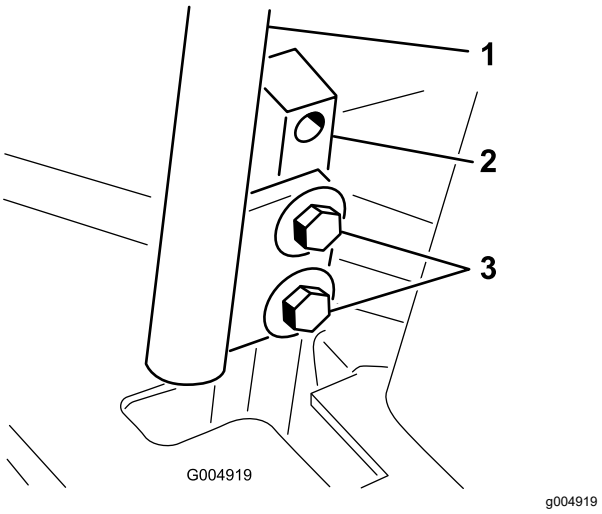

Figur 56
3. Lossa skruvarna som håller fast rörelsereglagen (Figur 56).